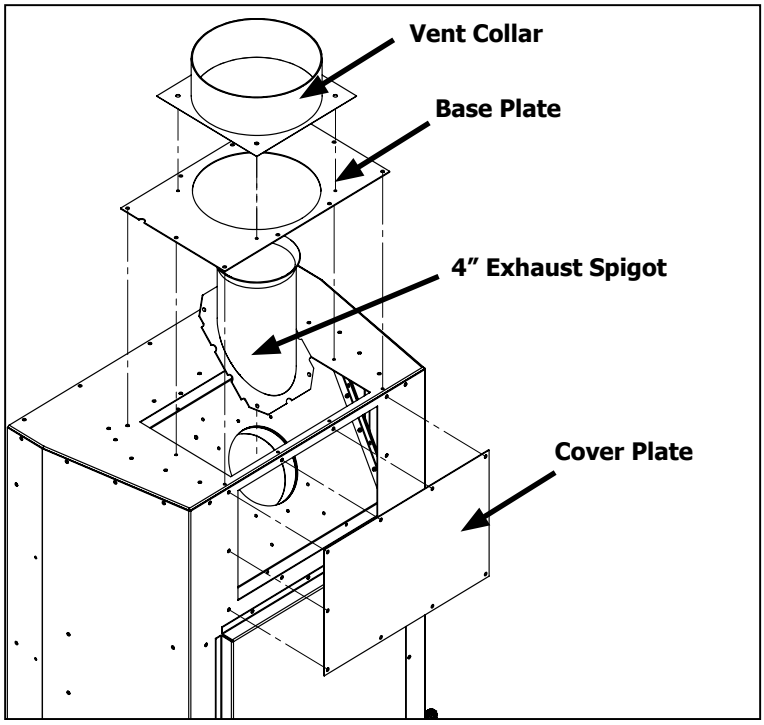

Figure 27: Removal of Co-Axial Venting
Step 1: Using a T20 screwdriver remove the vent collar, base plate, cover plate and 4" exhaust spigot (28 screws total) as shown in Figure 27. The vent collar, base plate, and 4" exhaust spigot will no longer be used.